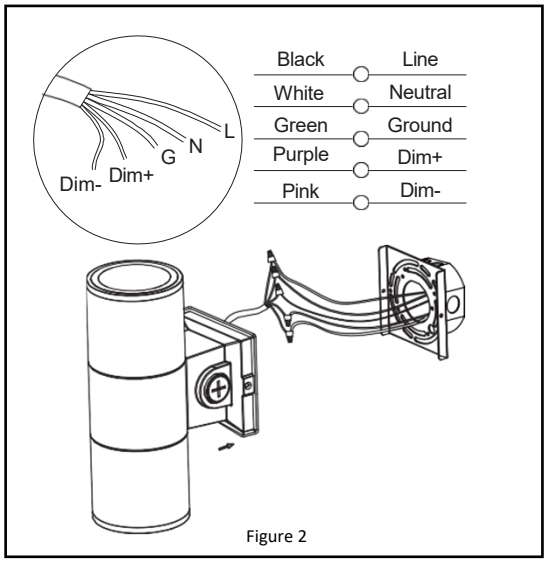

Figure 2
3. Make the wiring connections according to ***Figure 2.***